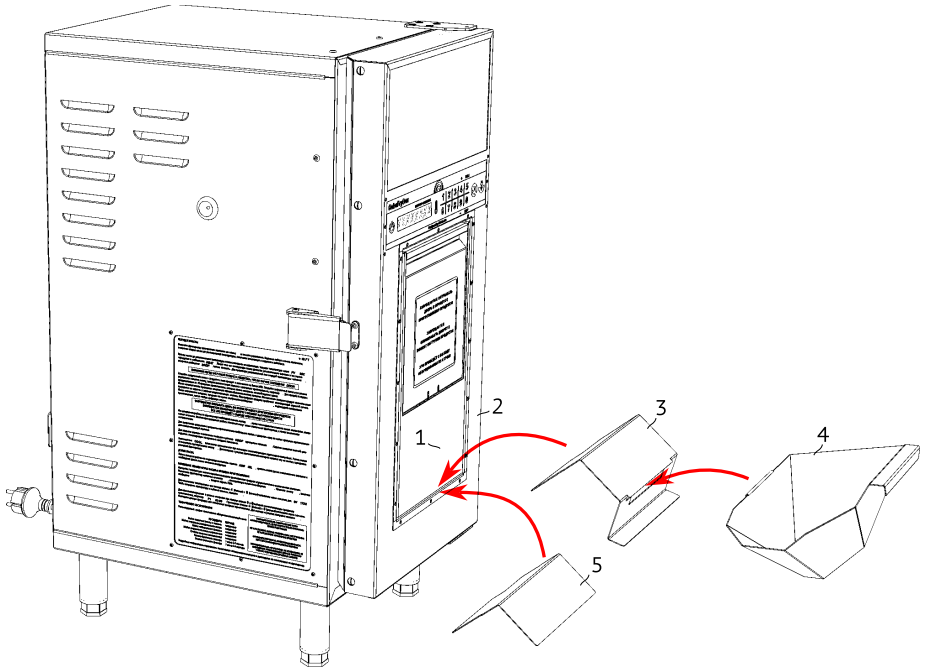

Рисунок 4
14. Если выгрузка продукта планируется в лоток приёмный из комплекта поставки, установите между дверцей 2 и заслонкой 1 кронштейн 3, а в кронштейн установите лоток приёмный 4, см. Рис. 4.